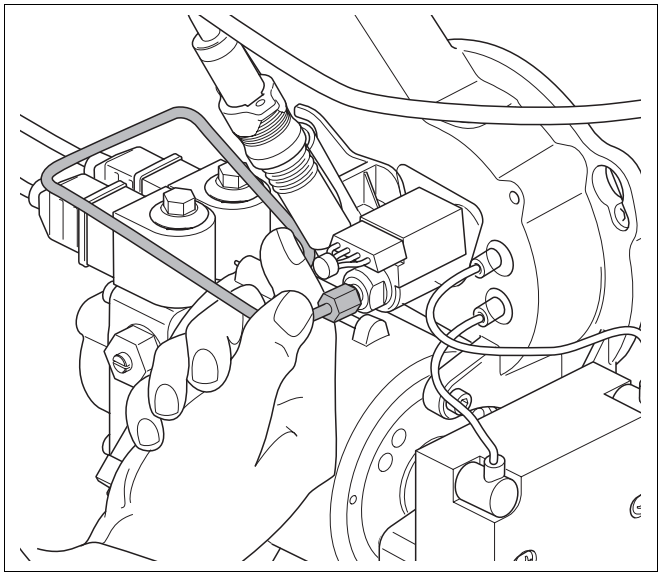

Rys. 65 Wyciąganie przewodu olejowego
- Wyciągnąć przewód doprowadzający olej (rys. 65) w pokazany sposób na długość ok. 5 mm